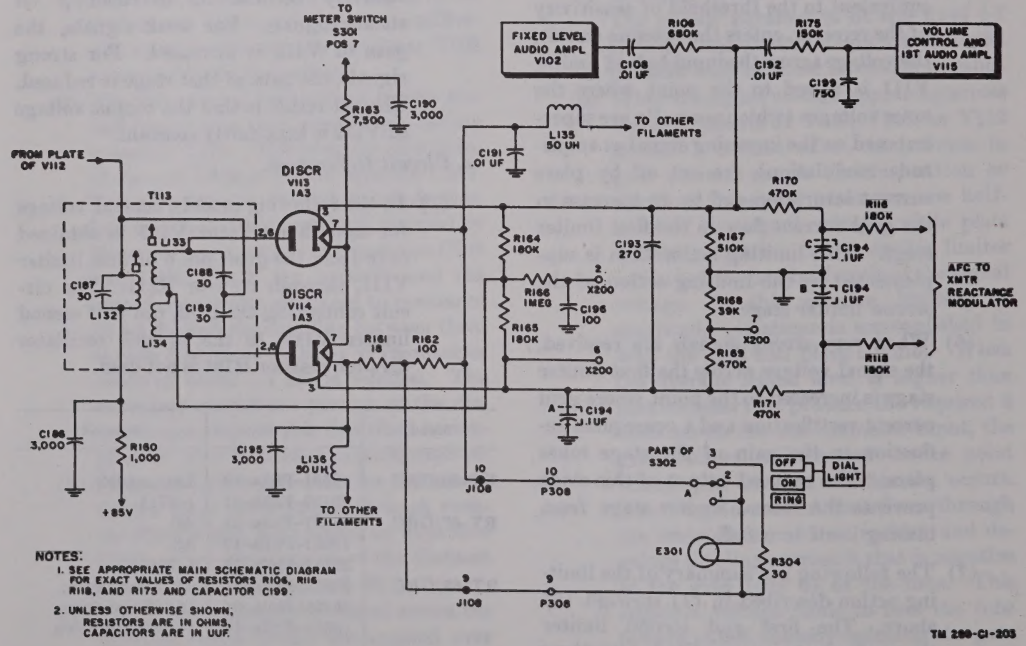

Figure 28. Discriminator circuit, functional diagram.
(3) The connection between the grid, pin 6, of first limiter V111 and the grid, pin 6, of r-f amplifier V1 is not used in RT–66/GRC models (par. 30*f*(1)). The gain of the r-f amplifier is controlled by the squelch circuit.
(4) In early RT–66/GRC models bearing Order No. 18651–Phila–49, V110 is a 1U4 instead of a 1L4 tube.
(5) In early RT–66/GRC models bearing Order No. 18651–Phila–49, control voltage for the squelch oscillator is obtained only from the grid, pin 6 of second limiter V112. The connection of resistor R111 is shifted from the grid, pin 6 of V111, to the grid, pin 6 of V112. The circuit connecting the grid, pin 6 of V112, to the squelch oscillator through resistor R184 is not used.
36. Discriminator Circuit, V113 and V114 (figs. 28 and 29)